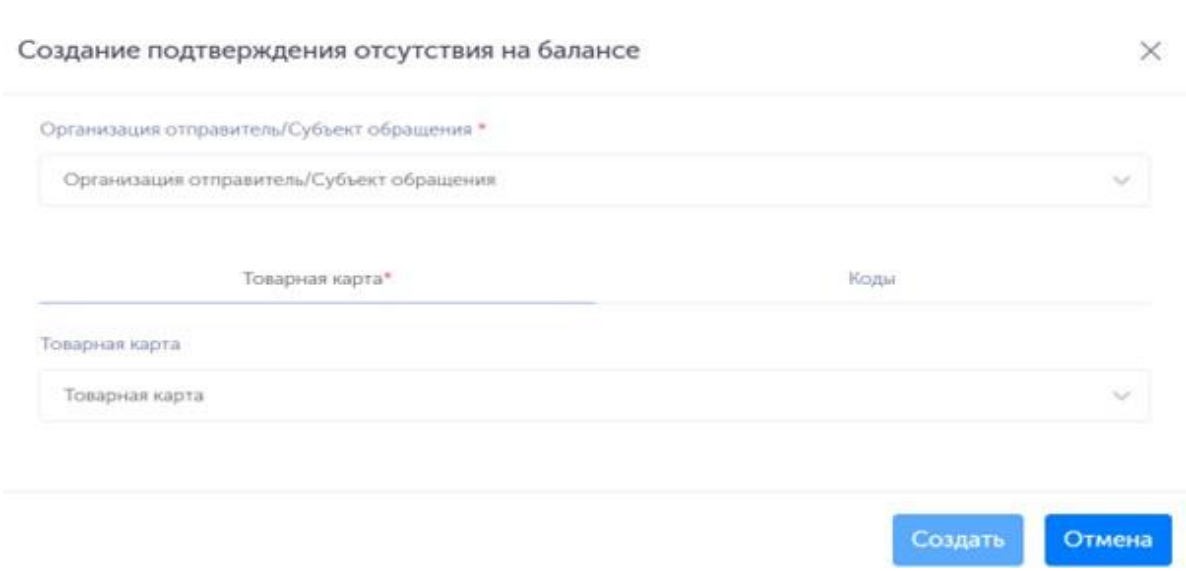
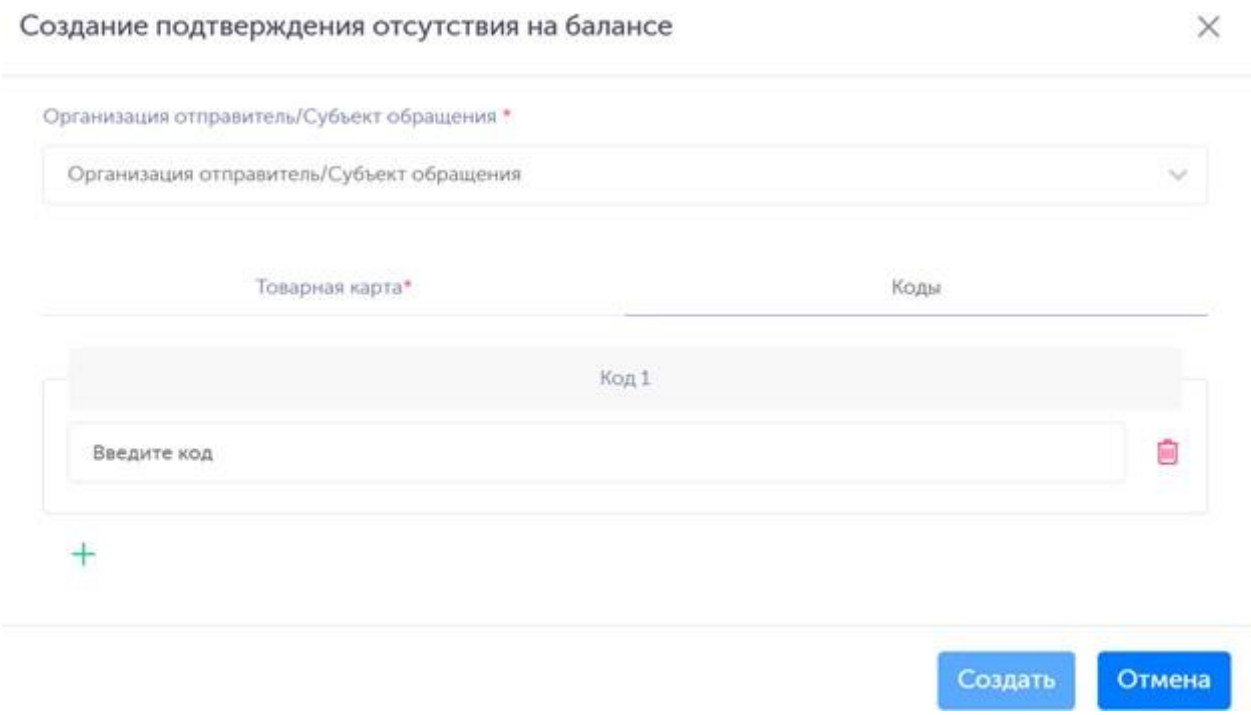

Рисунок 2-70
Рисунок 2-71
2) в открывшейся форме «Создание подтверждения отсутствия на балансе» (Рисунок 2-70, Рисунок 2-71) заполнить необходимые поля;